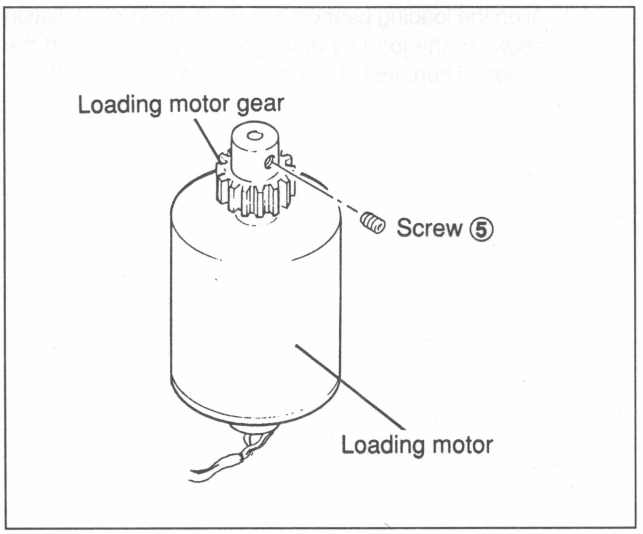

FIg.7-19-10 Loading Motor Removal
(1) Remove screw ⑤ shown in Fig. 7-19-10, then remove a loading motor gear from the motor shaft.